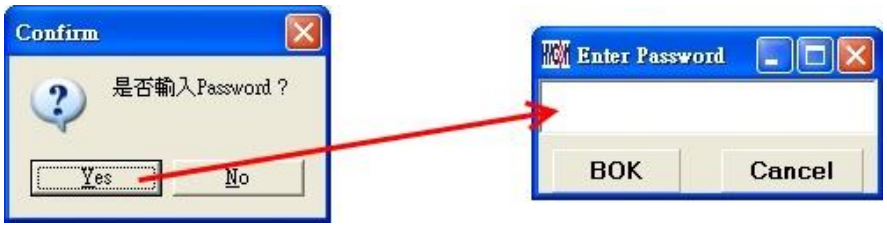

图 6-7
步骤 07：选择是否输入 Password，如果选“No”，会直接跳过，如图 6-7。
(2). 在载入到烧录器的 Flash Memory 之前会先询问是否要输入 Password 如图 6-7，此项功能是能让开发者可以由 PC 看到载入到烧录器的 Flash Memory 的 Code，注意 Password 只能有 6 个码(ASCII Code)。为了保护使用者所开发程序码，预设载入到烧录器时一定要输入 Password，若操作过程中取消密码输入，代表日后不允许读出烧录器的的 Code。注意：一但设定好 PASSWORD 后，此烧录器已设定操作密码，以后读取 CODE 的操作都需要此密码，请记好您设定的密码，以免无法将该 CODE 读出；每次载入新 CODE 时，都会有重新要求输入密码的动作。